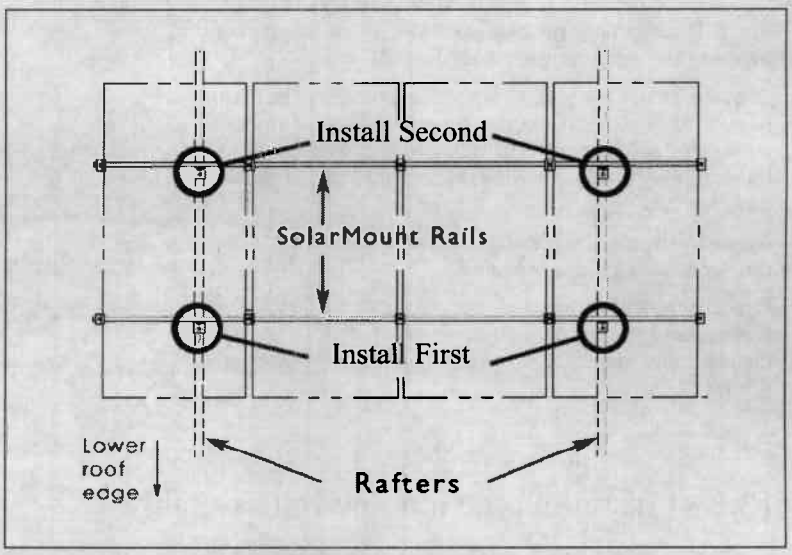
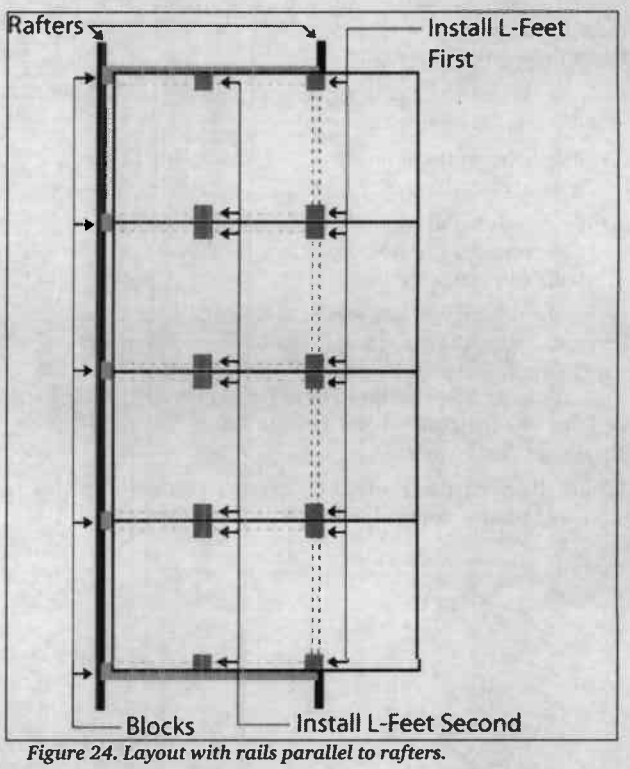

Figure 23. Layout with rails perpendicular to rafters.
Figure 24. Layout with rails parallel to rafters.
- If rails are perpendicular to rafters (Fig. 23), install the feet closest to the lower edge of the roof.
- If rails are parallel to rafters (Fig 24), install the feet for one of the rails, but not both.
Squirt sealant into the hole and onto the shafts of the lag screws. Seal the underside of the L-feet with a sealant. Securely fasten the L-feet to the building structure with the lag screws. Ensure that the L-feet face as shown in Figure 23 or Figure 24.